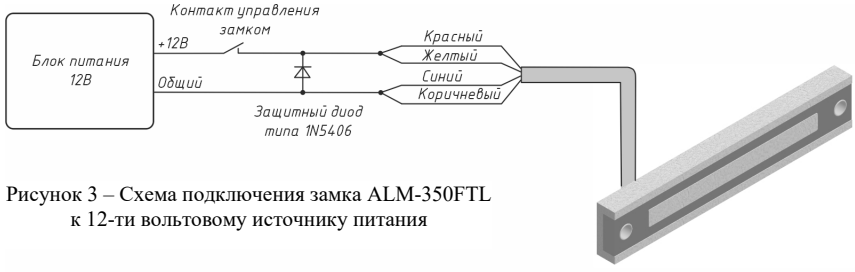

Рисунок 3 – Схема подключения замка ALM-350FTL к 12-ти вольтовому источнику питания
5.6 Проверить работоспособность замка, подключив его согласно схеме (рисунок 3 или 4).